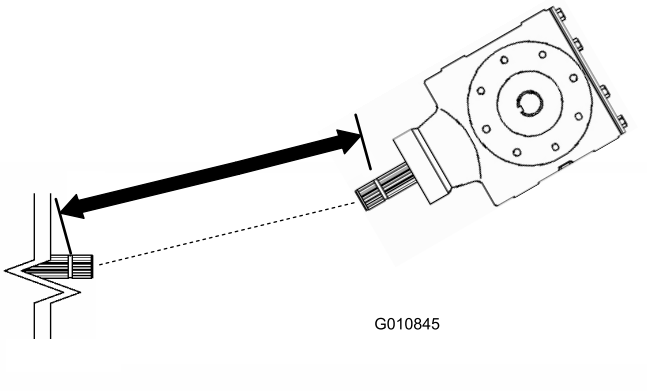
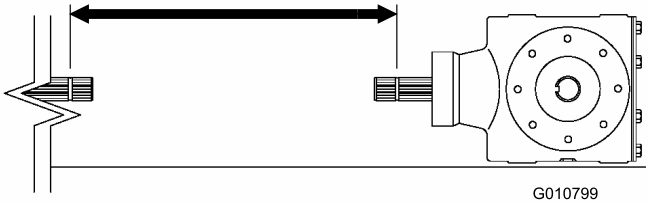
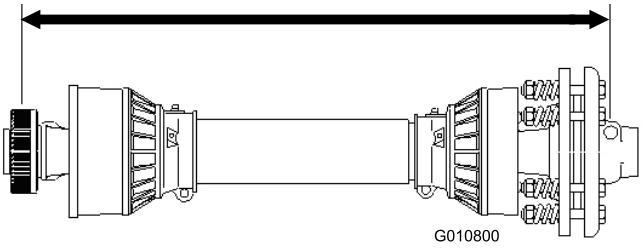

Figur 13
Figur 15
Figur 16
3. Mål afstanden fra låserillen på enden af traktorens kraftudtagsaksel til låserillen på kraftudtagsakslen på dybdelufterens gearkasse (Figur 13). Noter denne afstand. F.eks. 67 cm.
5. Mål afstanden fra låserillen på enden af traktorens kraftudtagsaksel til låserillen på kraftudtagsakslen på dybdelufterens gearkasse (Figur 15). Noter denne afstand. F.eks. 70 cm.
6. På kraftudtagsakslen skal du måle afstanden fra midten af kuglelåsepinden på den ene ende til midten af låsepinden på den anden ende (Figur 16). Noter denne afstand. F.eks. 81 cm.
7. Brug det mindste af de to mål i Figur 15 og Figur 13, og træk den afstand fra afstanden i Figur 16. F.eks. 81 cm minus 67 cm er lig med 14 cm.